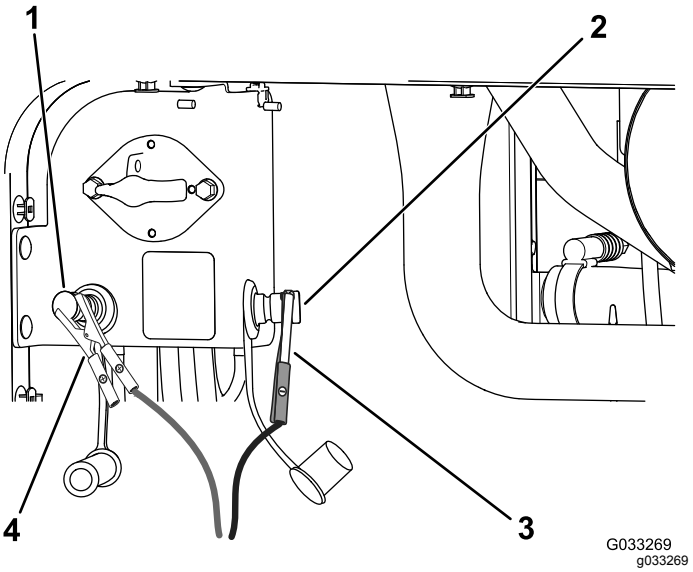

Figuur 115
4. Verbind de pluskabel van de acculader met de positieve startpool (Figuur 115).
5. Verbind de minkabel van de acculader met de negatieve startpool (Figuur 115).
7. Zodra de accu's volledig opgeladen zijn, maakt u de acculader los van de voeding en maakt u vervolgens de oplaadkabels los van de startpolen (Figuur 115).